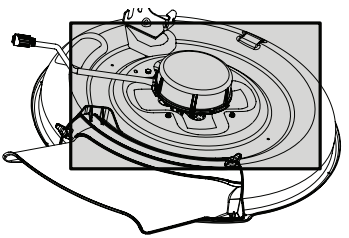

Figura 14
- Limpie la parte superior de la plataforma del cortadora de césped (Figura 14).